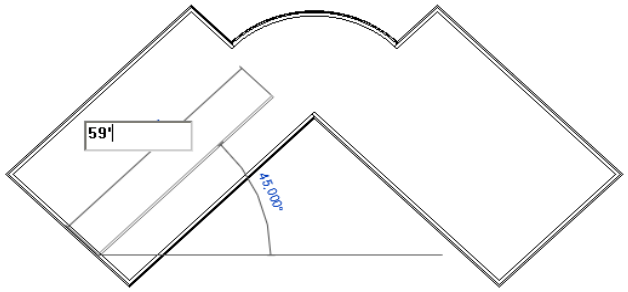

Figure 3-70 *Sketching the first interior wall of the Club project*
4. Move the cursor 45 degrees upward to the right. When a dashed line appears, enter the value **59'**(**17983 mm**), as shown in Figure 3-70 and then press ENTER.